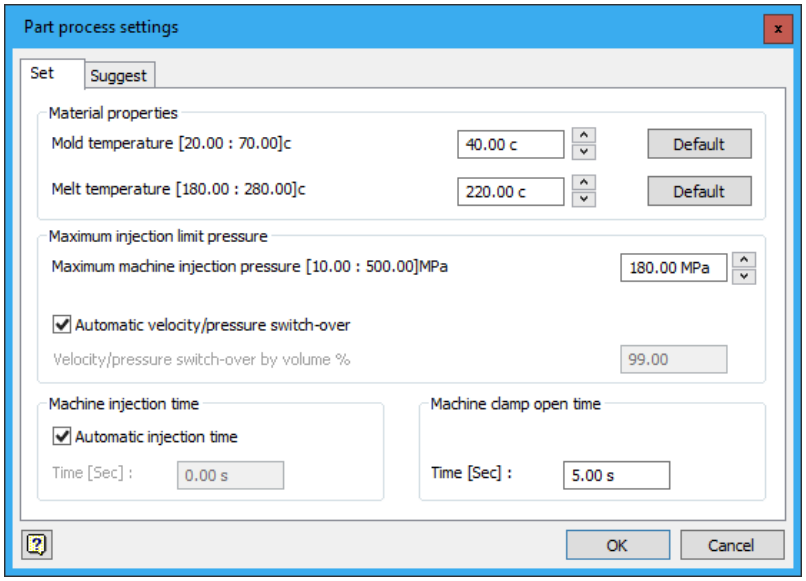

Figure 19-68 *The* ***Part process settings*** *dialog box*
1. Choose the **Part Process Settings** tool from the **Plastic Part** panel in the **Core/Cavity** tab of the **Ribbon**; the **Part process settings** dialog box is displayed, refer to Figure 19-68.